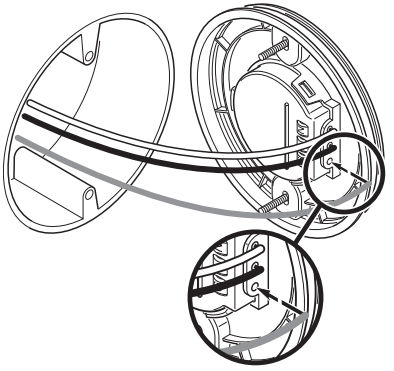

Figure 2
2. Insérez les fils de la boîte de jonction dans le côté du bornier à l'arrière de la plaque de montage (voir la Figure 2).